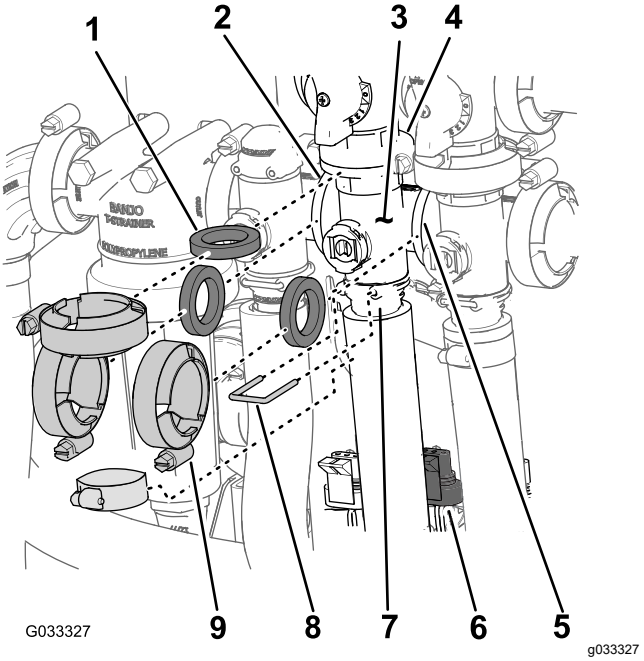

Figur 69
1. Ta bort klämmorna och packningarna som håller fast omrörningsventilens grenrör (Figur 69) vid omrörningsöverströmningsventilen, sprutmängdsventilen, huvudsektionsventilen och adapterkopplingen (spjällventil för omrörning).
2. Ta bort hållaren som fäster utloppskopplingen vid omrörningsventilens grenrör (Figur 69).